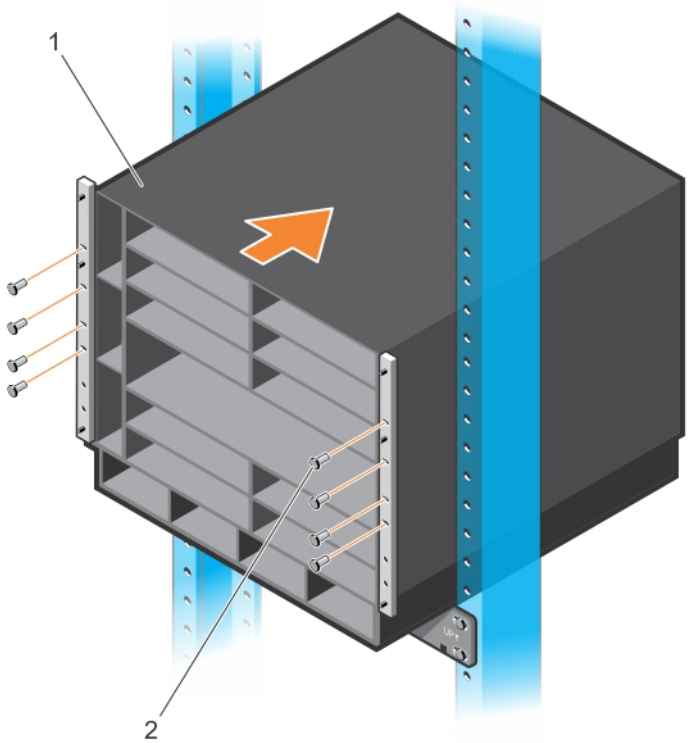

Figure 4. Mounting the Chassis into a 2-Post Rack
5. Use an equipment lift or two people to lift the empty chassis without blanks (item 1 in Figure 4) and align the rack-mount screw holes on each flange of the chassis with the holes in the equipment rack. Rest the chassis on top of the rack bar (or rack tray, if installed).
Slide the chassis so that the holes in the side flanges align with the holes in the rack posts. Tighten four rack screws (item 2 in Figure 4) on each chassis flange to attach the chassis to the rack posts. Tighten each group of rack screws by starting with the bottom screw and working up.